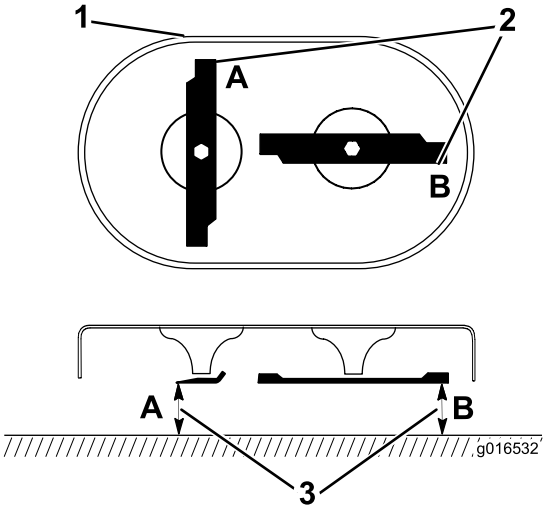

Figur 37
1. Drej knivene, indtil de er placeret som vist i Figur 37.
2. Mål fra en plan overflade til skærene ved punkt **A** og **B**, (Figur 37), og skriv begge målene ned.